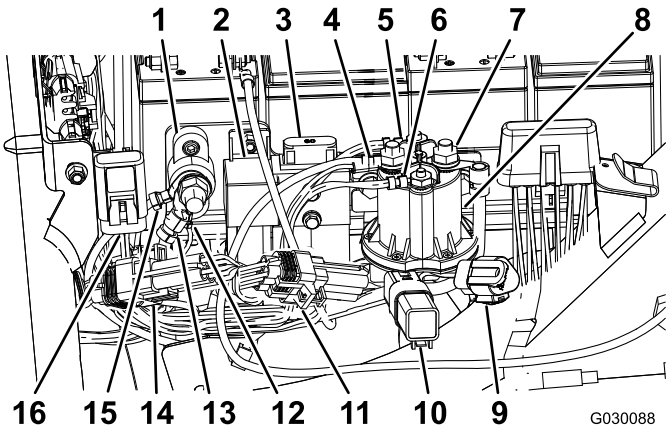

図 8
11. 10A 58 Vヒューズ赤線と黄色線に付いているキャップをはずして廃棄する図 8を参照。